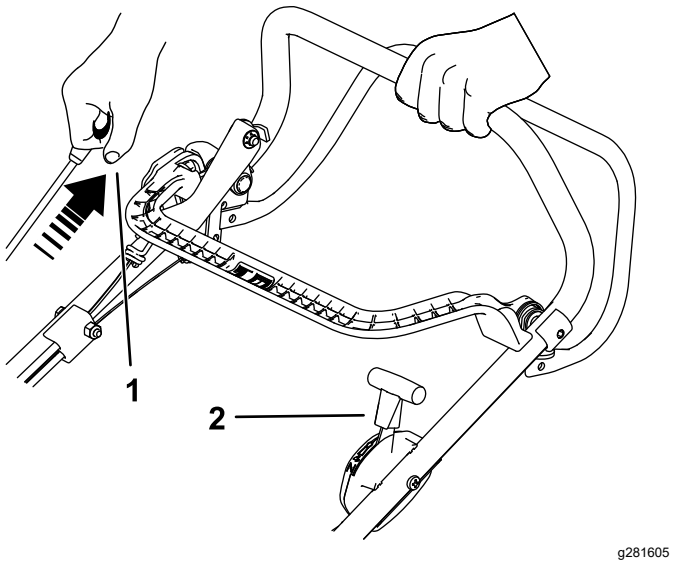

Figur 15
2. Trekk i tilbakespolingshåndtaket til du føler motstand, og dra deretter kraftig for å starte. Når motoren starter, skyver du gassen sakte tilbake til HURTIG-stillingen hvis choken har blitt aktivert (Figur 15).